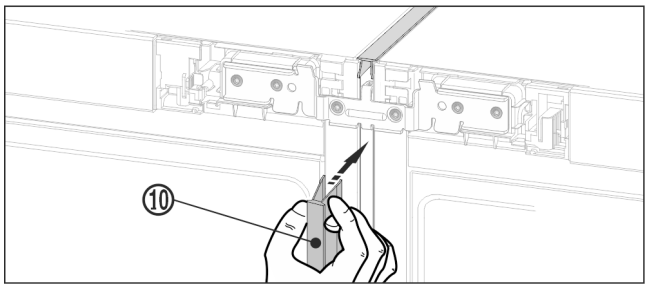

Fig. 22
▶ În partea frontală, presați profilul de mascare *Fig. 22 (10)* în fanta verticală. Aveți grijă ca profilul să se sprijine pe tabla de îmbinare.